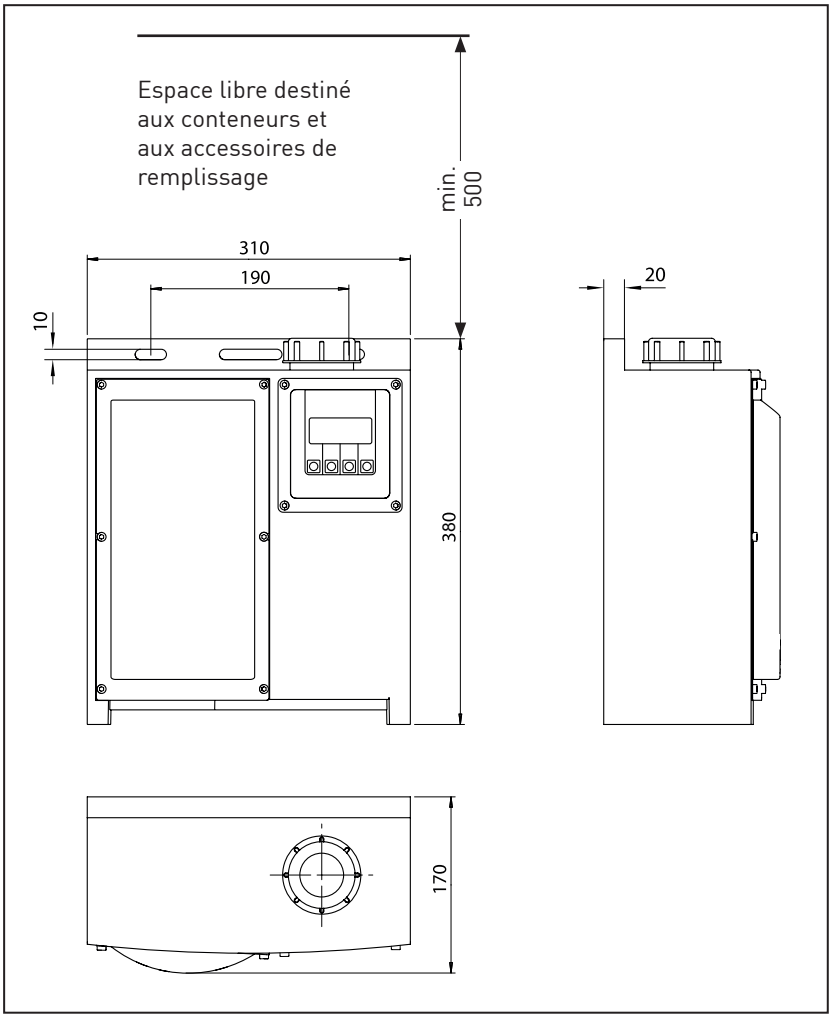

Fig. 3-3: dimensions extérieures
- Réserver un espace suffisant pour le conteneur et l'aide de remplissage (fig. 3-3).
- Réaliser les perçages horizontaux à 190 ± 5 suivant la fig. 3-3 et fixer le graisseur avec des vis. Ne visser les vis M8 que pour éliminer le jeu de fixation. Ensuite, serrer d'un quart de tour.